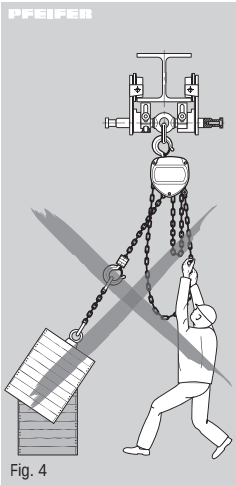

Fig. 4
- Avoid parallel shear pull, i.e. lateral loading on the cross bar and side plates (Fig. 4). Always lift in a straight line between the cross bar suspension point and the load attachment point.